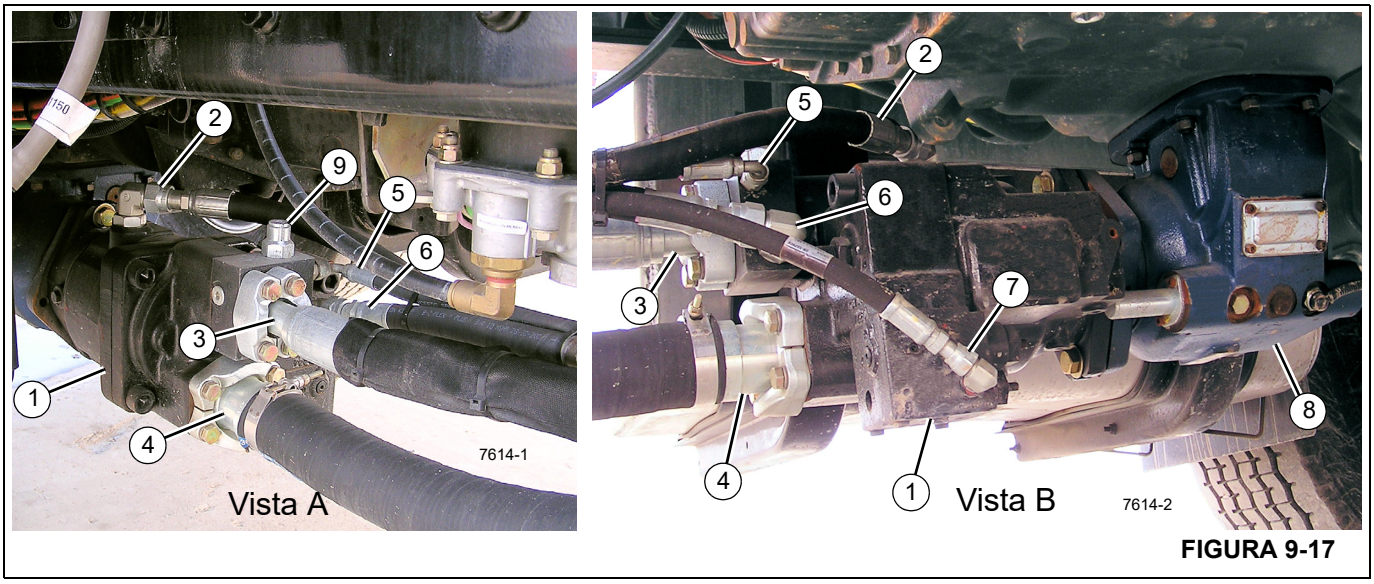

FIGURA 9-17
Consulte a Figura 9-17 para as etapas a seguir.
A pressão do sistema hidráulico é fornecida por uma bomba hidráulica (1, Figura 9-17) montada na PTO (Tomada de força) do caminhão (8).
10. Se usar a configuração mostrada na Figura 9-17, assegure-se de posicionar a entrada de dreno da caixa (2) no ponto mais alto acima do nível do solo.
14. Remova as tampas contra poeira dos orifícios de entrada e saída da bomba hidráulica e instale as conexões e as linhas hidráulicas como mostrado na Figura 9-17.
NOTA: A Figura 9-17, Vista A, mostra o lado esquerdo (do motorista) da instalação da bomba hidráulica e a Vista B mostra o lado direito (do passageiro) da instalação da bomba hidráulica.